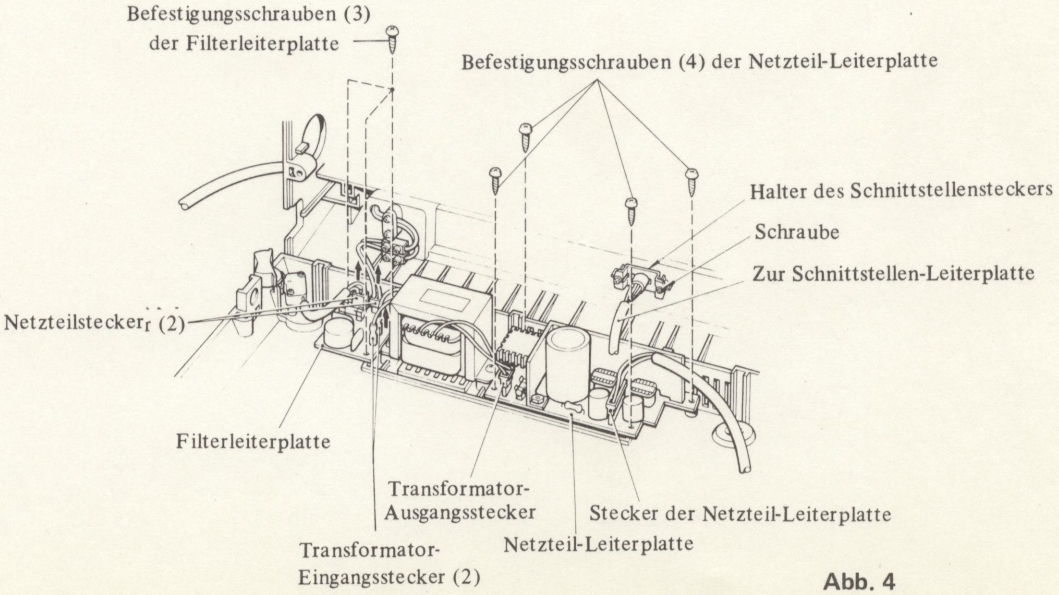

Abb. 4
3. Das Chassis gemäß Abb. 4 im Gehäuse in aufrechte Position hochstellen.
1. Ausbau der Netzteil-Leiterplatte (Abb. 4)
2. Ausbau der Filterleiterplatte (Abb. 4)
Die Schnittstellen-Leiterplattes is auf dem Halter festgeschraubt, der hinten rechts in das Chassis eingebaut ist. Ein Schnittstellenstecker ist an die Logiksplatte, der andere an den hinten rechts im Oberrahmen angeordneten Halter angeschlossen (Abb. 4).